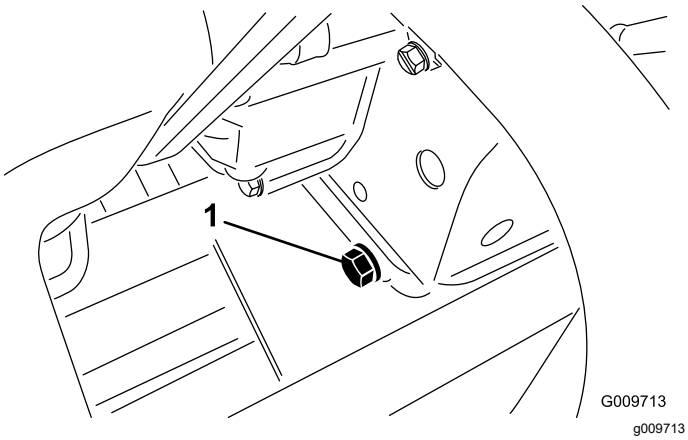

Figuur 89
2. Verwijder de aftapplug (Figuur 89) en laat de olie in een opvangbak lopen.